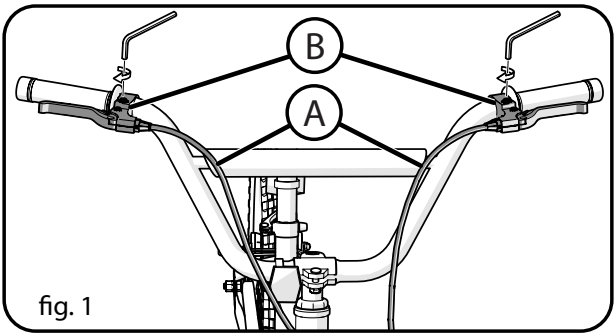

fig. 1
- Ruotare le leve dei freni Ⓑ in una posizione di guida comoda e serrarle bene. (**fig. 1**).